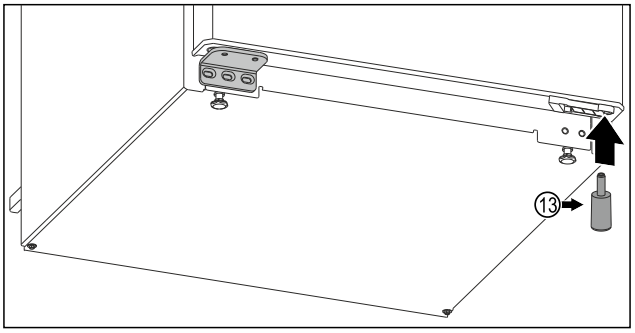

*Fig. 18 Laitteet, joissa ei ole 4 tähden pakastelokeroa**
▶ Aseta välikeosa *Fig. 18 (13)* takaisin oveen alas oikealle, koska se on tärkeä osa laitteen vakavuudelle.*